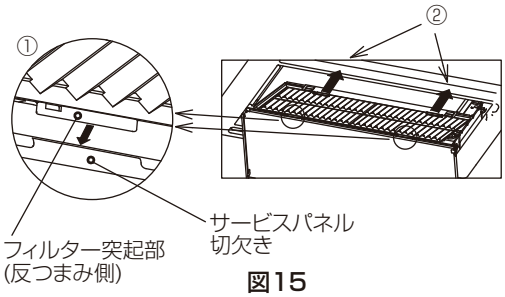

図15
①フィルターの（反つまみ側の）突起部を図15のようにサービスパネルの切欠きに押し当てます。
②①の状態で、つまみ側を押し上げます。